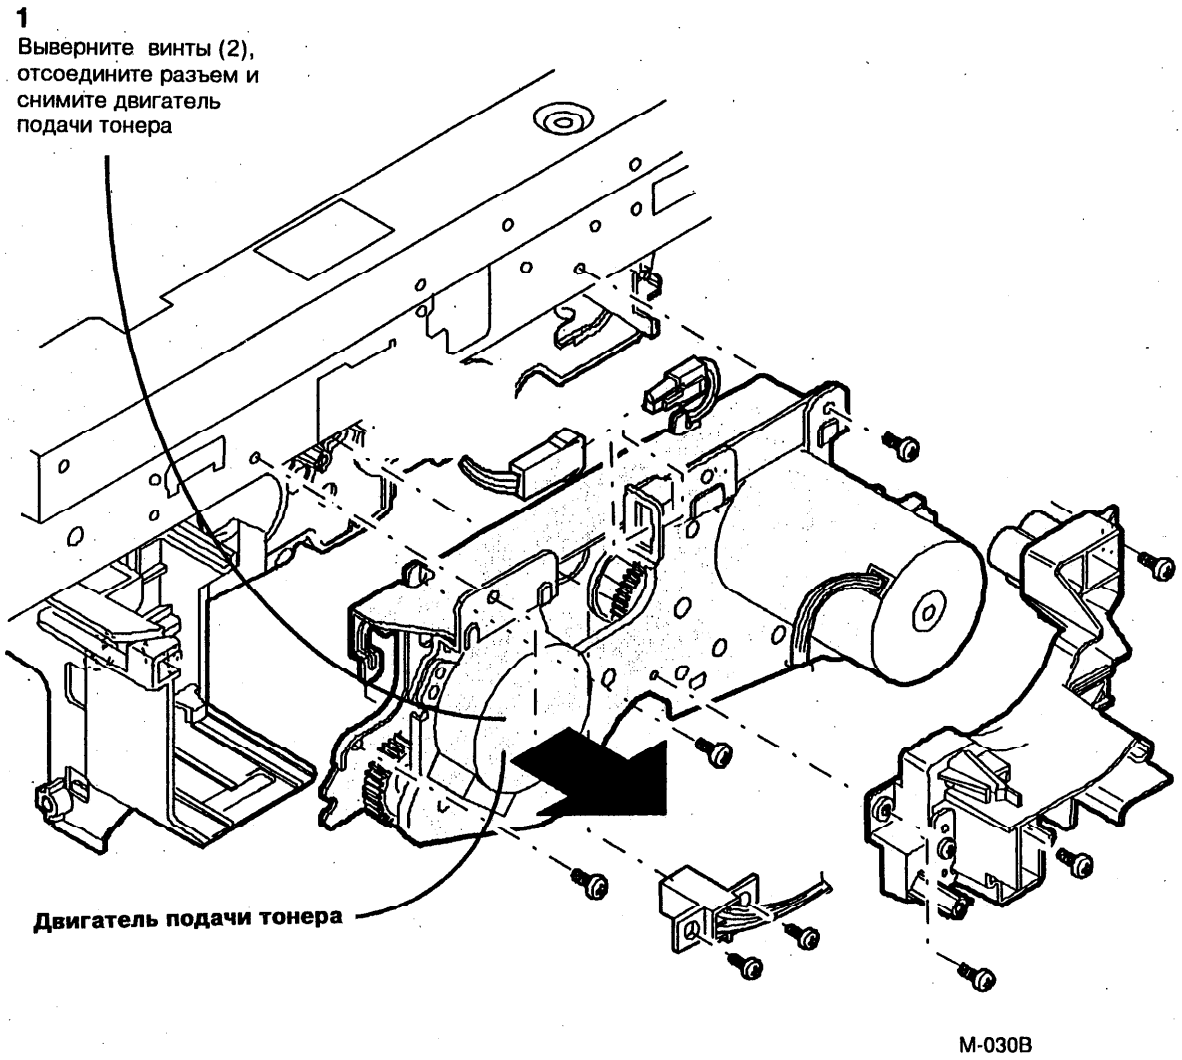

Рис. 1. Снятие двигателя подачи тонера (MOT2)
3. (Рис.1): Снимите двигатель подачи тонера (MOT2).